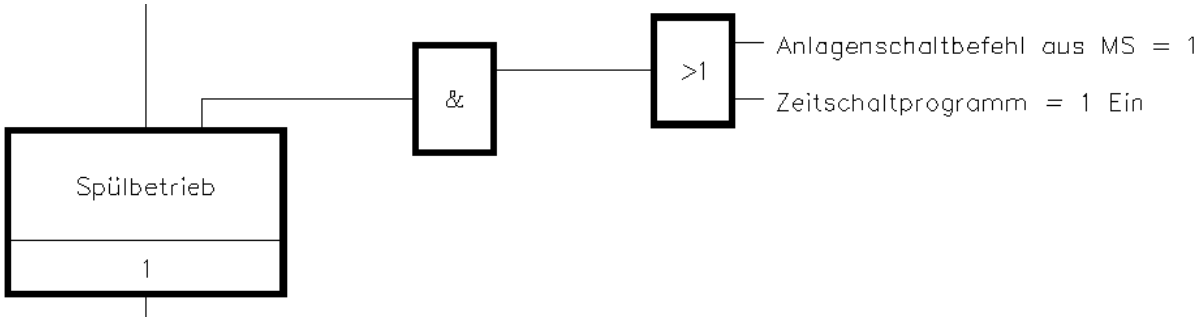

Bild 25.16 – Übergangsbedingungen spezifizieren das Verhalten der Anlage.
- Fügen Sie auf gleiche Weise die Bedingung **Zeitschaltprogramm = 1 Ein** direkt unter der ersten ein. Richten Sie die beiden Bedingungen wie in Abb. 25.16 aus.